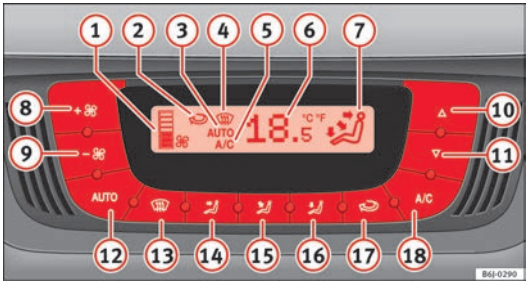

Fig. 96 Climatronic controls on the dash panel
– Press keys (10) and (11) ⇒ Fig. 96 to adjust temperature.
(1) Blower level indicator.
(2) Air recirculation display:
(3) Display **AUTO** (Automatic operation)
(4) Demisting indicator
(5) AC indicator (Cooling connected)
(6) Interior temperature indicator selected
(7) Air flow direction indicator
(8) Fan speed increase
(9) Fan speed decrease
– Press the AUTO button. The indication ⇒ Fig. 96 (3) is displayed.
– Press keys (10) and (11) ⇒ Fig. 96 to adjust the desired temperature inside the vehicle. We recommend 22 °C (72 °F).
– Press one of the buttons ⇒ Fig. 96 (14) to (16) or press the blower control (8) and (9) down. The indicator is switched off (3).
The blower can be adjusted with buttons (8) and (9) ⇒ Fig. 96. If the blower is off (level (1) is not shown on the screen) and button (9) is pressed after 1 second, the Climatronic switches off.
– Press the button to switch air recirculation mode on or off. This is ON if the symbol ⇒ Fig. 96 is displayed on the screen.